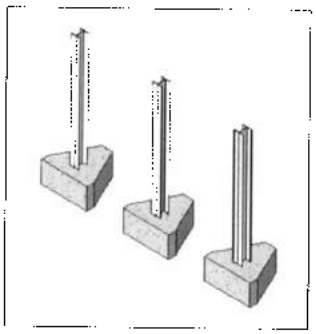

Рис. 42.30. *Столбиковый изолированный фундамент*
- *По колоннам.* Нажать на ленте в разделе **Multiple** кнопку **At Columns** (По колоннам). Затем выделить на плане или на 3М-виде все элементы рамкой. Произойдет автоматическая фильтрация несущих колонн. Завершить построение, нажав на ленте в разделе **Multiple Selection** команду **Finish Selection.** Под всеми выбранными несущими колоннами будут установлены изолированные фундаменты (рис. 42.30).